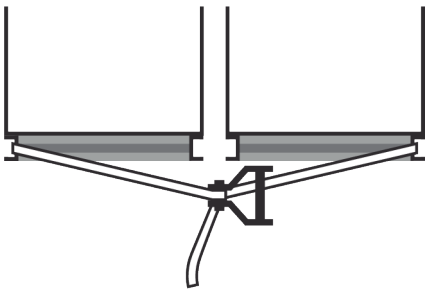

Fig. 12: Attaching a tension belt
1. ▸ Attach a tension belt to the base of 2 AHU components (Fig. 12).